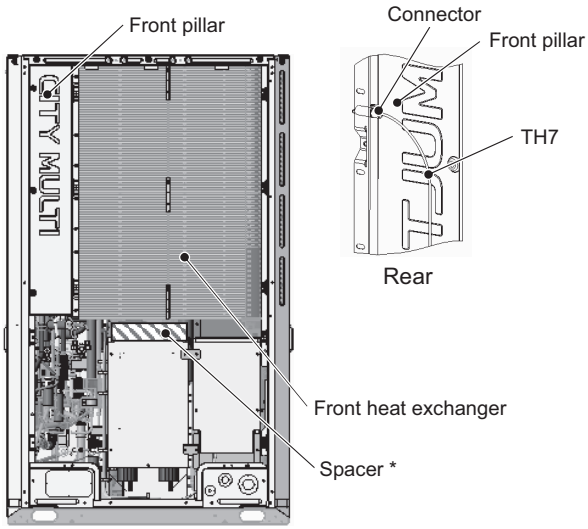

Figure 12
(14) Remove the front pillar by unscrewing the 7 screws. (See Figure 12.)
(15) Disconnect the TH7 sensor holder from the front pillar. (See Figure 12 Rear.)